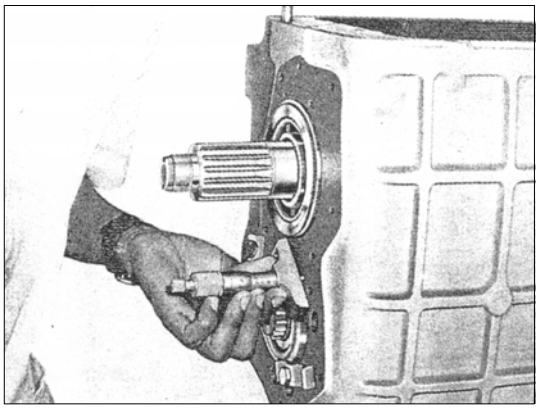

РИС. 235
5) Измерьте, насколько выступает внешнее кольцо заднего конического подшипника промежуточного вала из поверхности картера коробки передач (см. рис. 235).